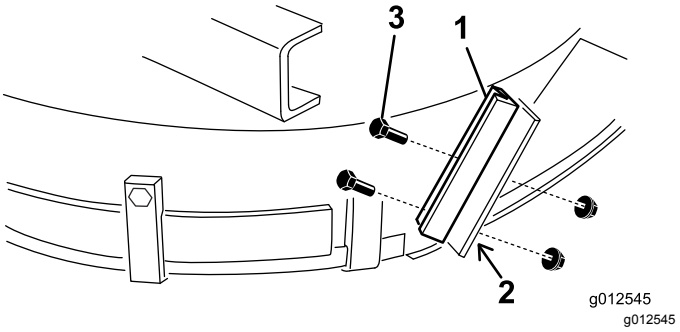

Figuur 17
1. Gebruik de nieuwe aanslag van de grasgeleider als sjabloon op de oude, vlakke aanslag van de grasgeleider (Figuur 17). Zorg dat de nieuwe aanslag van de geleider onderaan gelijk komt, de zijkant van het maaidek raakt en parallel is met de buitenrand van de grasgeleidersteun.
3. Monteer de nieuwe grasgeleidersteun op de oude aanslag van de grasgeleider; gebruik hierbij 2 bouten (¼-20 x ¾") en borgmoeren (¼-20") zoals afgebeeld in Figuur 17.